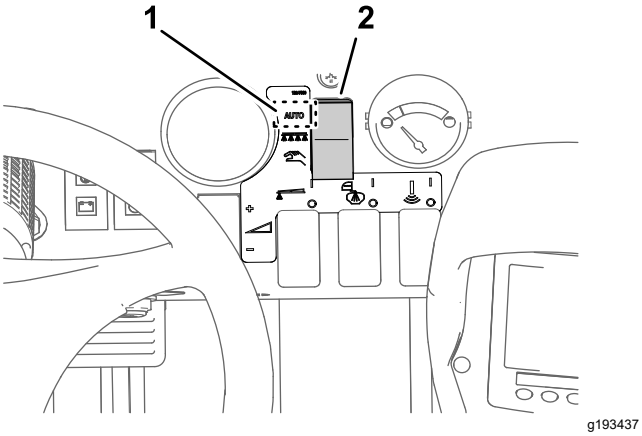

Figur 43
3. Ange spruthastighetsläget med hjälp av sprutlägesknappen (Figur 43).